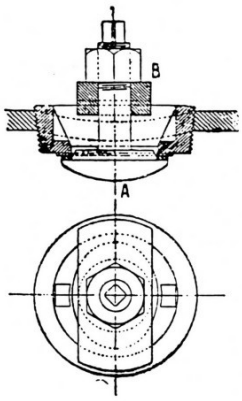

Fig. 24
La figura precedente illustra i due tipi più comuni di portine di lavaggio; quello di fig. 24 è detto *autoclave* perché la pressione stessa del vapore tende a mantenere la portina (A) contro la sua sede e contribuisce alla tenuta. La portina della piastra tubiera anteriore è anch'essa autoclave e quasi sempre del tipo illustrato qui sotto: